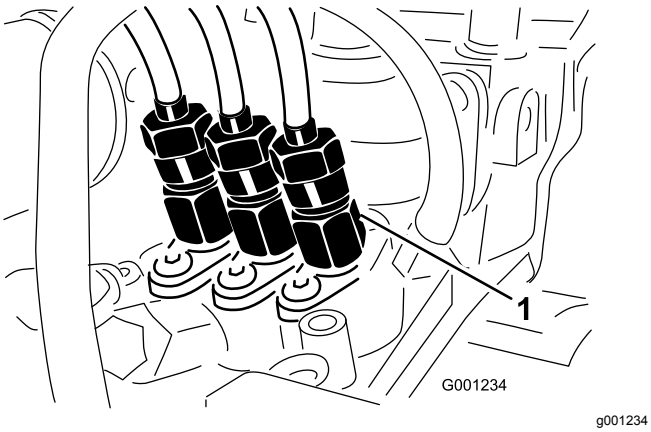

Figur 53
1. Løsn rørmøtrikken til den første indsprøjtningsdyse og holdersamlingen ved indsprøjtningspumpen (Figur 53).